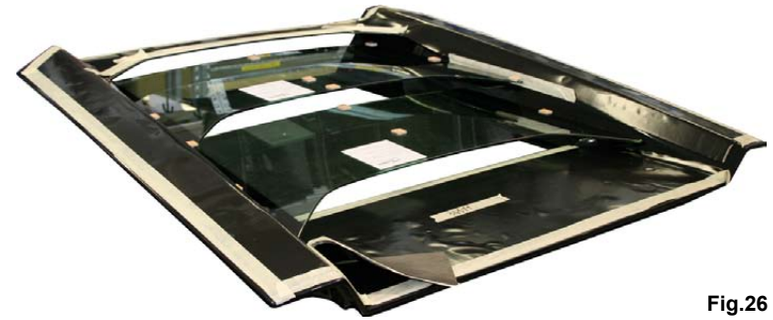

Fig.26
10. Position weights along the edge of the window so that the silicone adheres well between all of the various surfaces (**Fig.26**).